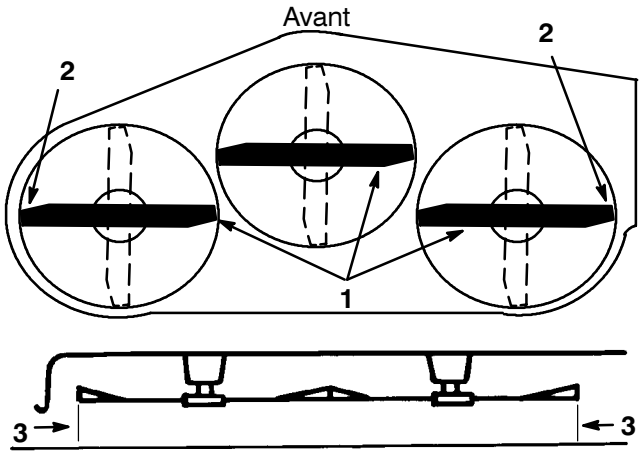

Figure 8
3. Placer prudemment les lames dans le sens transversal (Fig. 8). Mesurer la hauteur des arêtes de coupe extérieures de chaque côté par rapport au sol plat (Fig. 8). Si les deux mesures diffèrent de plus de 5 mm (3/16"), l'horizontalité transversale doit être réglée comme expliqué aux points 4 et 6.